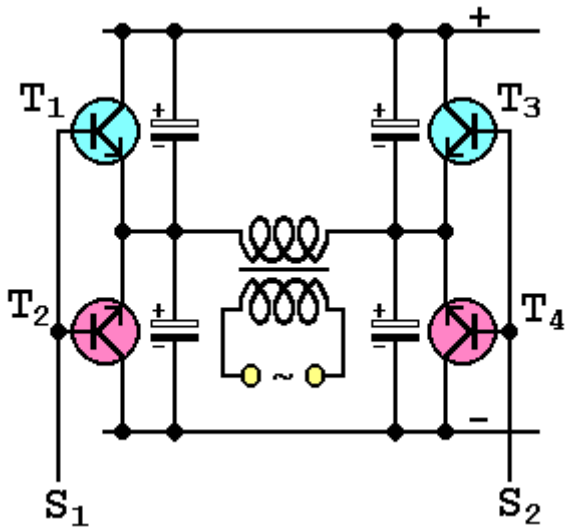

Abb.2: H-Brückenwechselrichter allgemein
c. Will man mit der Schaltung andere Verbraucher als die LEDs betreiben, so benutzt man einen Aufbau nach Abb. 2 mit einem Überträger. Erläutern Sie den Aufbau.